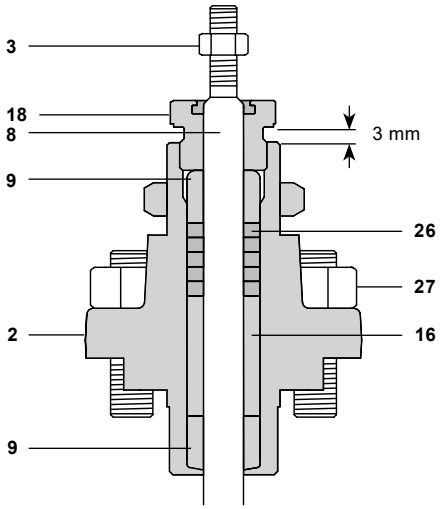

Fig. 10
4.5 Replacement of graphite gland packing (reference Figure 10)
4.5.4 **Standard Bonnet (Fig. 10)**